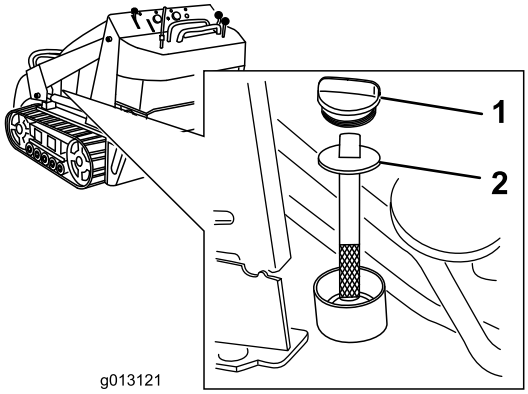

Figuur 17
5. Reinig de omgeving van de vulbuis van de hydraulische tank (Figuur 17).
6. Verwijder de dop van de vulbuis en controleer het vloeistofpeil op de peilstok (Figuur 17).